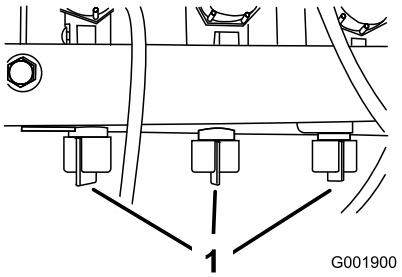

Figur 22
10. Juster bommens omløbsventil (Figur 22) under bommens kontrolventil for den bom, du deaktiverede, indtil trykværdien på måleren er den samme som i trin 7.